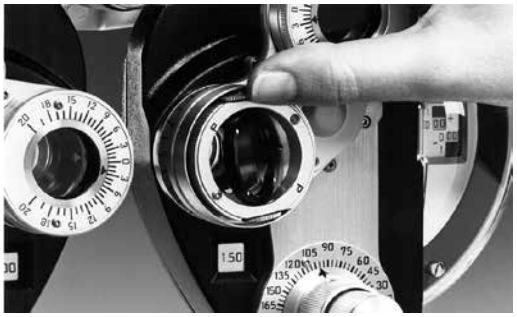

Abbildung JC-2 Kreuzzylinder umschalten
4. Der Achsenkontrolltest erfolgt auf übliche Art und Weise mit einem Umschalten der Kreuzzylinderlinse von Position I auf Position II. Siehe Abbildung JC-2.